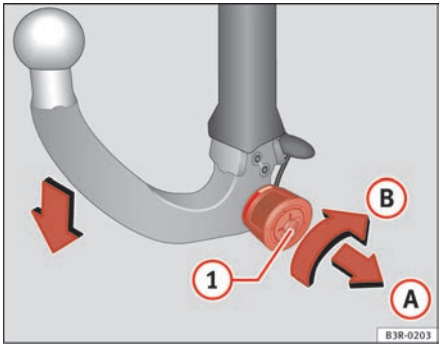
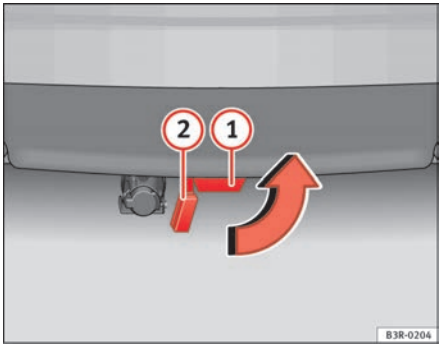

Fig. 156 Removable towing bracket: Removing the ball joint
Fig. 157 Rear bumper: fitting the cover piece
– Insert the key in the lock (1) ⇒ fig. 156 on the knob.
- Take hold of the ball joint and pull out the knob in direction (A).
- Keep hold of the knob and turn it as far as it will go in direction (B).
- Pull the ball joint down out of the mounting fixture (1) ⇒ page 193, fig. 157. The cover piece will cover the mounting fixture automatically (2).